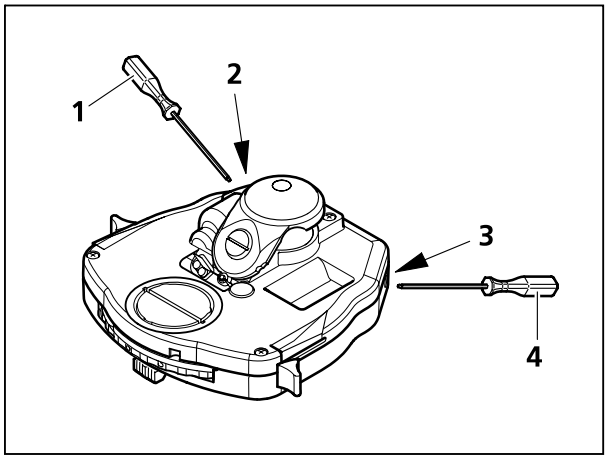
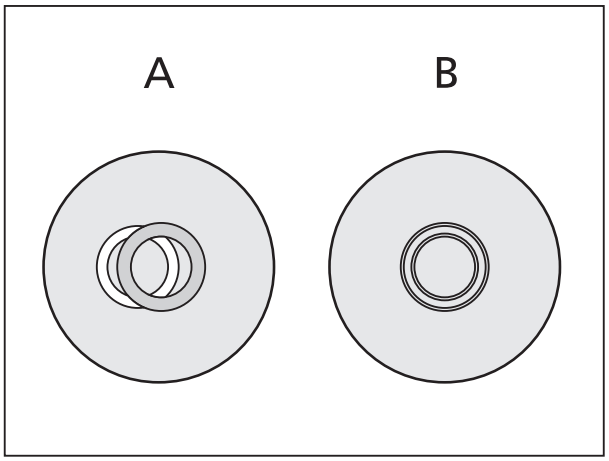

Bild 4-4 Dunkelfeldblende am Kondensor, achromatisch-aplanatisch 0,9 H D Ph DIC zentrieren
Bild 4-5 Phasenringblende (hell, im Kondensor) zum Phasenring (dunkel, im Objektiv) zentrieren
(3) Durchlicht-Dunkelfeld einstellen
- Zur Zentrierung der Dunkelfeldblende werden die zwei Inbusschraubendreher SW 1,5 (Bild 4-4/**1** und **4**) verwendet, mit denen die beiden Zentrierschrauben bei (Bild 4-4/**2** und **3**) so verstellt werden können, dass die Objektivaustrittspupille gleichmäßig dunkel erscheint. Nach dem Zentriervorgang beide Inbusschraubendreher SW 1,5 vom Kondensor abnehmen.
(2) Geräteausrüstung
(3) Durchlicht-Phasenkontrast einstellen
- Falls die Überdeckung nicht perfekt ist (Bild 4-5/**A**), muss die helle Ringblende mit zwei Sechskant-Schraubendrehern SW 1,5 (Bild 4-4/**1** und **4**) an den beiden Zentrierschrauben bei (Bild 4-4/**2** und **3**) so nachzentriert werden, dass eine vollständige Überdeckung mit dem dunklen Phasenring gegeben ist (Bild 4-5/**B**).
Vollkommener Phasenkontrast entsteht nur dann, wenn sich die helle Ringblende (im Kondensor) und der dunkle Phasenring (im Objektiv) im Beleuchtungsstrahlengang genau überdecken (Bild 4-5/**B**).